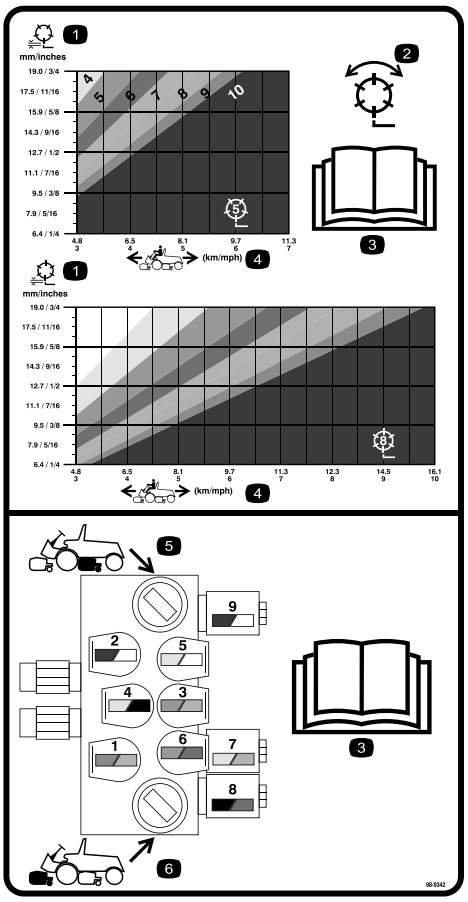

Figur 32
3. Bruk tilhørende graf på merke 98-9342 (Figur 32) for klippeenheter med fem eller åtte knivblader til å avgjøre korrekt spolehastighetsinnstilling.